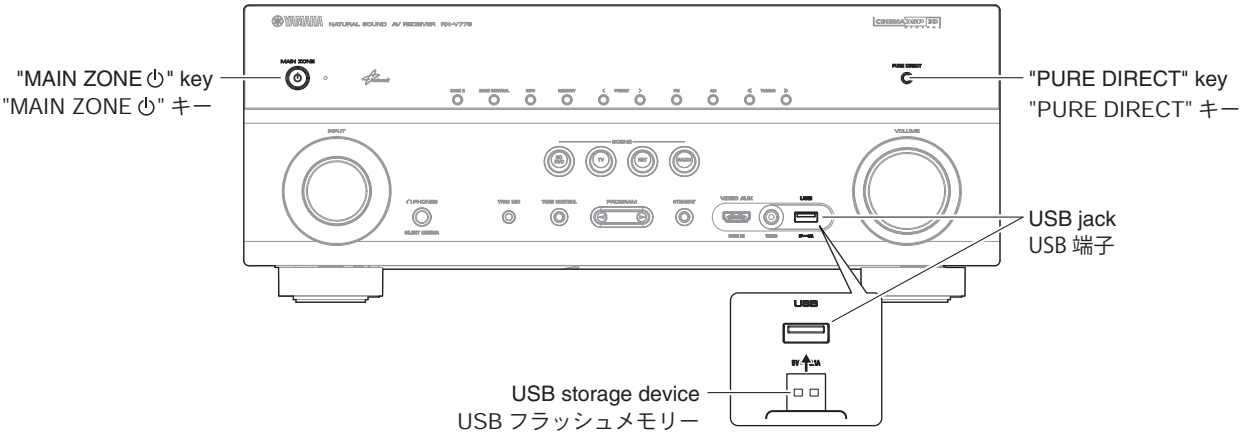

Fig. 1
1. Insert the USB storage device to the USB jack. (Fig. 1)
2. While pressing the “PURE DIRECT” key, connect the power cable to the AC outlet. (Fig. 1)
1. USB 端子に USB フラッシュメモリーを差し込みます。(Fig. 1)
2. “PURE DIRECT” キーを押しながら、電源コードを AC コンセントに接続します。(Fig. 1)
5. Press the “MAIN ZONE ⏻” key to turn off the power. (Fig. 1)
6. Remove the USB storage device from the USB jack. (Fig. 1)
5. “MAIN ZONE ⏻”（電源）キーを押して電源を切ります。(Fig. 1)
6. USB 端子から USB フラッシュメモリーを抜きます。(Fig. 1)